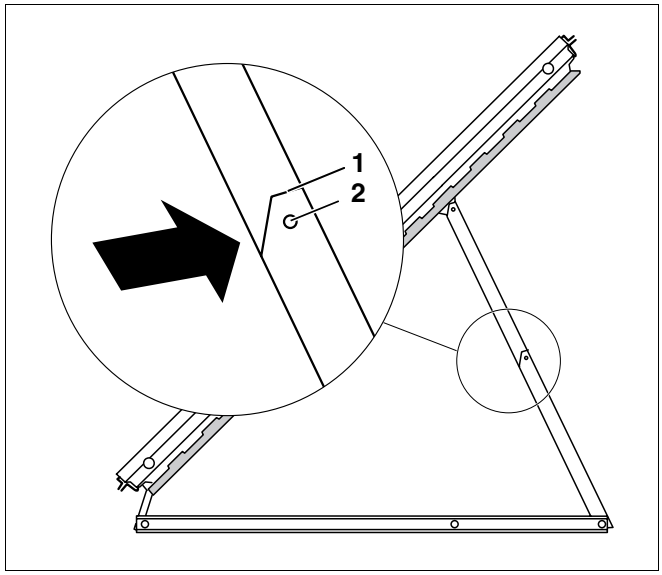

Afb. 18 Collectorsteun inkorten
Wanneer u een korte steun nodig heeft, moet u collectorsteunen die deel uitmaken van de levering aan de daartoe voorziene markeringen (vgl. loep afb. 18) van de steunen inkorten.
- Kort de steunen aan de markeringen in met een metaalzaag (afb. 18, **pos. 1**).
- Verplaats vervolgens het bovenste stuk in de voorziene boring (afb. 18, **pos. 2**).